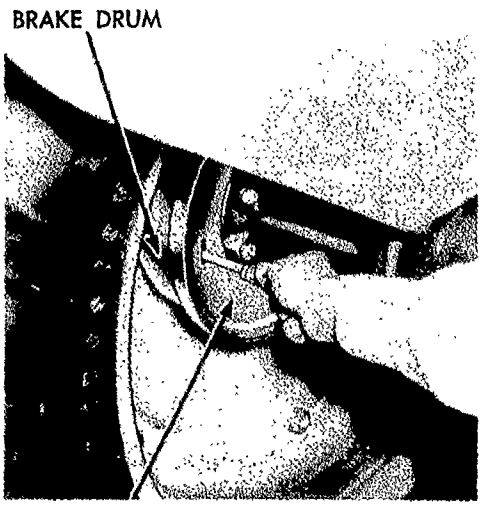

Fig. 31—Adjusting Brakes
c. Adjustment. Jack the tractor up until both rear wheels are free of the ground. Remove the brake adjustment cover, and turn the adjustment (fig. 31) until the brake drags with the pedal in the released position. Back off the adjustment until the wheel turns with a very slight brake drag. Shorten or lengthen the left brake tie rod, by using the clevis, until both brake pedals are in line with both brakes engaged. During the first hour of operation, after the brakes have been adjusted, feel of the drums occasionally to be sure that they are remaining cool. If the drums are hot, readjust as outlined above.